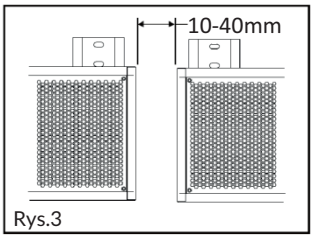

Rys.3
- W przypadku gdy otwór drzwiowy jest szerszy niż urządzenie, należy zastosować dwa lub więcej urządzeń równolegle. W powyższym przypadku należy zachować odstęp pomiędzy urządzeniami 10-40mm. Rys. 3.